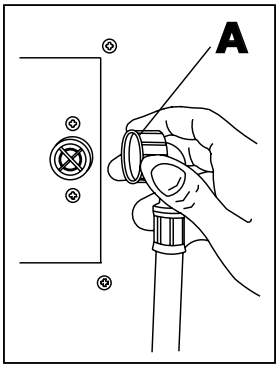

fig. 6
- Monter sur le raccord de 3 / 4" G du four le tuyau d'alimentation d'eau en vissant le raccord (**A** - Fig. 6). Sur le circuit d'alimentation doivent être installés un filtre mécanique et un robinet de coupure.